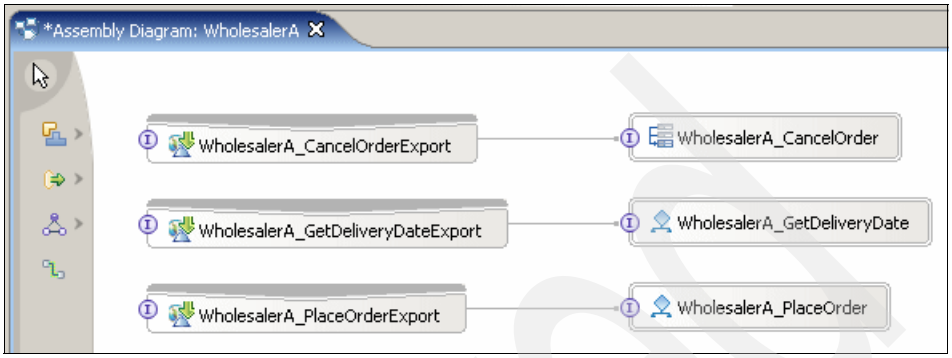

Figure A-74 Completed assembly diagram
7. Create SOAP/HTTP Web service bindings for WholesalerA_GetDeliveryDate and WholesalerA_Place Order using the same method. Figure A-74 shows the completed assembly diagram.